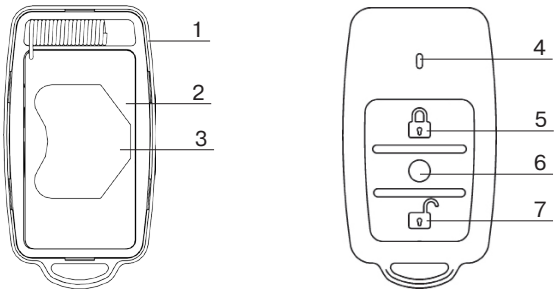

Рисунок 1
Извещатель состоит из следующих элементов (рисунок 1): основания корпуса и крышки корпуса (1) с установленной печатной платой (2). На печатной плате расположен держатель батареи (3). На крышке корпуса расположены: светодиодный индикатор (4), кнопки для передачи команд управления (5,6,7).